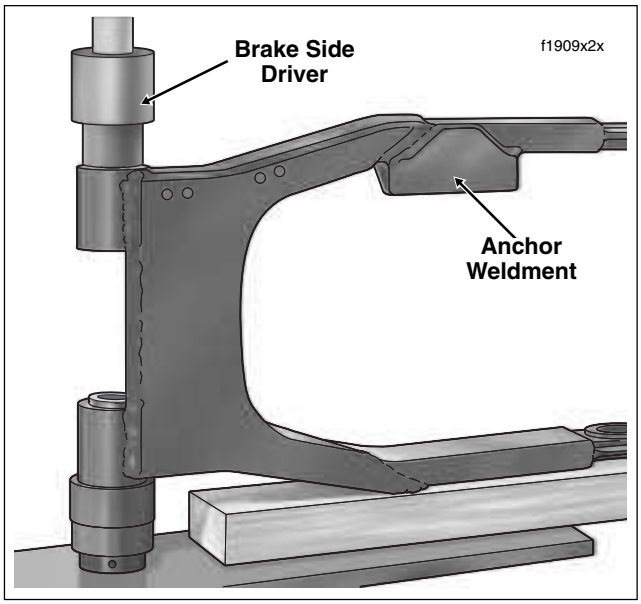

Figure 2-100. Press In Brake Side Bearing
c. Insert driver stamped “Brake Side” into swingarm tube until it contacts installed bearing. Center driver under ram and press on brake side bearing until shoulder on tool makes contact with casting of swingarm. See Figure 2-100.